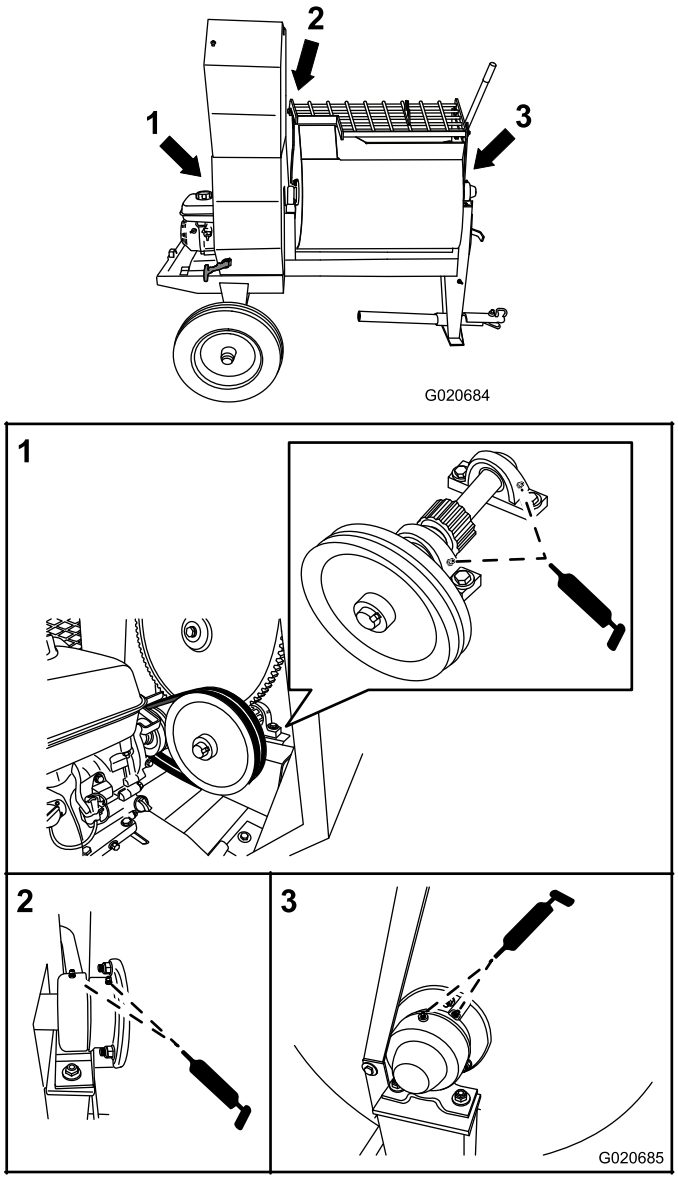

Figure 50
1. Clean around each grease fitting with a rag and lift the plastic cap off the grease fitting (Figure 50).
- For the pillow-block bearings, pump 1 shot of grease into each fitting (Figure 50).
- For the trunnions, pump several shots of grease into each fitting until it starts to ooze out of the bearing housing (Figure 50).